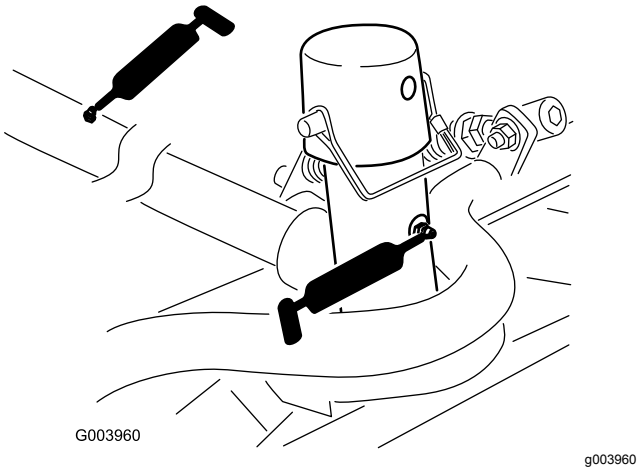

Figur 77
- Klippeenhedernes bæreramme og drejetap (2 hver) (Figur 77)